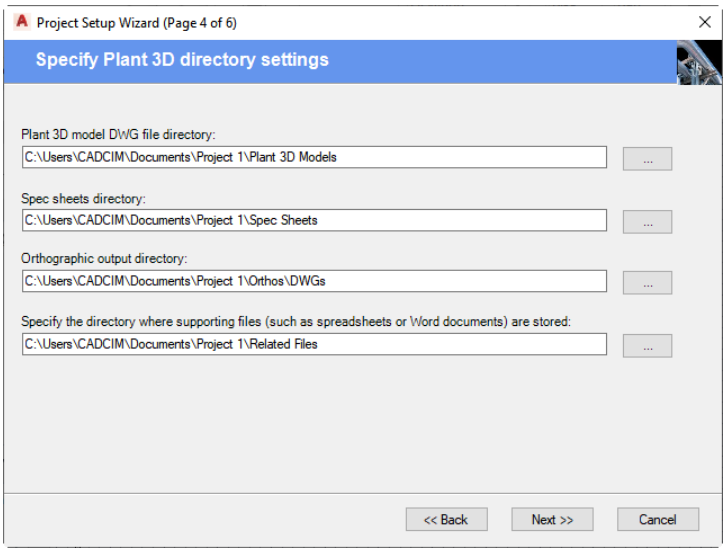

Figure 2-5 *The* ***Specify Plant 3D directory settings*** *page*
6. Select **PIP** as the P&ID standard from the **Select the P&ID symbology standard to be used** list box and choose the **Next** button; the **Specify Plant 3D directory settings** page will be displayed, as shown in Figure 2-5.